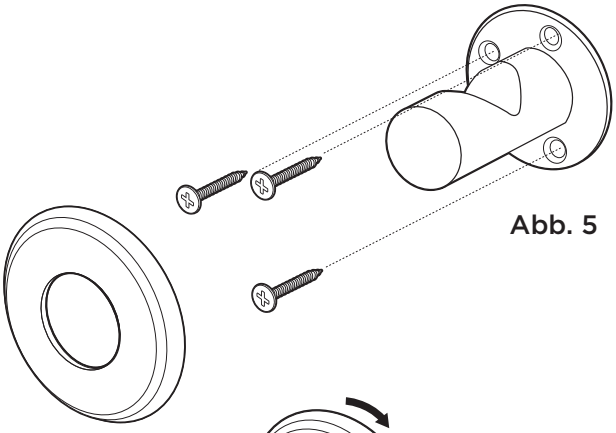

Abb. 5
- Messen Sie zum Befestigen des Taschenhakens bis zu 110 cm vom fertigen Boden an der gewünschten Stelle und zeichnen Sie diese an der Wand an. **Abb. 5**